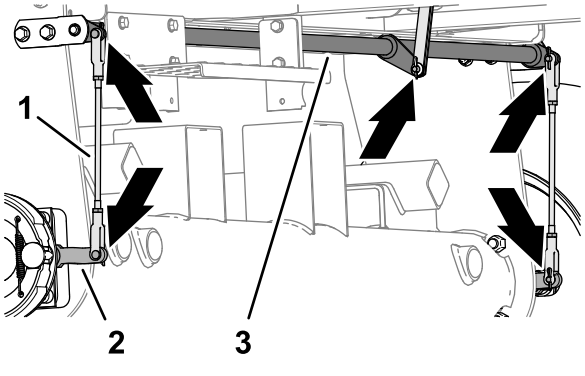

**Figuur 71**
1. Controleer de linker en rechter remstang (Figuur 71) op beschadiging en slijtage.
2. Controleer de scharnieras van de rem (Figuur 71) op beschadiging en slijtage.